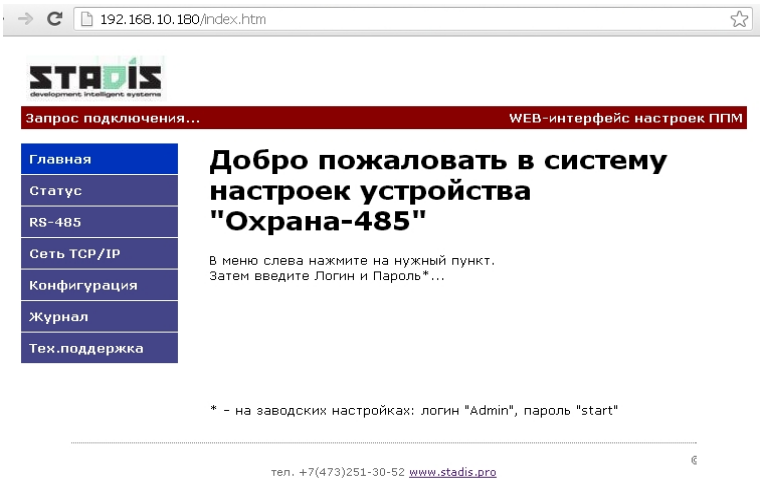

Рис. 6 – Главная страница WEB-интерфейса прибора
6. В адресной строке браузера наберите IP-адрес прибора, и нажмите кнопку «ETNTER» на клавиатуре, после чего в окне браузера должна появиться главная страница WEB-интерфейса прибора (см. рис. 6).